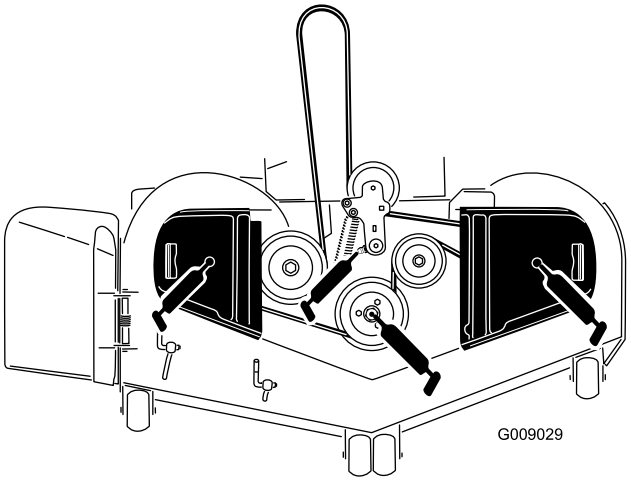

Figur 43
3. Smörj mellanremskivans tapp på klippdäcket tills fett kommer ut på undersidan (Figur 43).
4. Smörj nipplarna på de tre spindellagren tills fett kommer ut (Figur 43).
5. Smörj drivremmens mellandrevsarm (Figur 43).